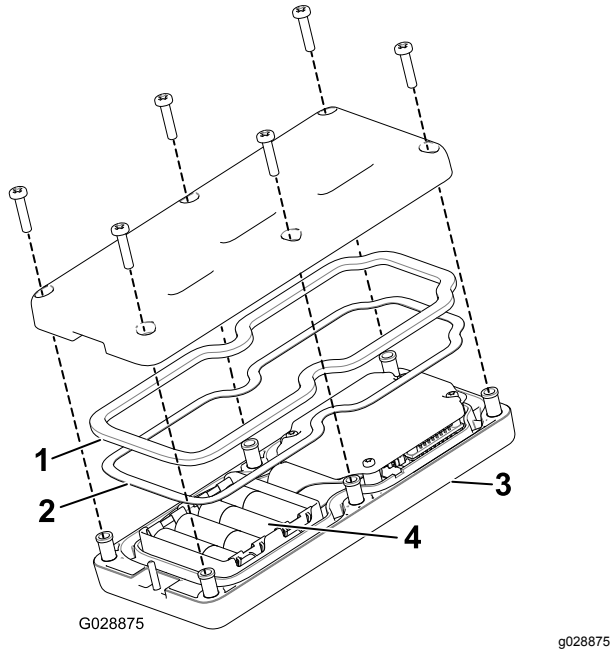

Figuur 18
2. Let op de polariteit van de batterijen terwijl u deze plaatst. (Als de batterijen onjuist worden geplaatst, raakt de eenheid niet beschadigd, maar ze zal niet meer functioneren). Op het draagtoestel staat de polariteit van de contacten aangegeven (Figuur 18).
3. Zorg ervoor dat de stalen pakking en de rubberen afdichting in de groef in het bedieningspaneel zitten en plaats het achterdeksel op zijn plaats (Figuur 18).
4. Bevestig het deksel met 6 schroeven (Figuur 18) en draai ze vast met een torsie van 1,5 tot 1,7 N·m.